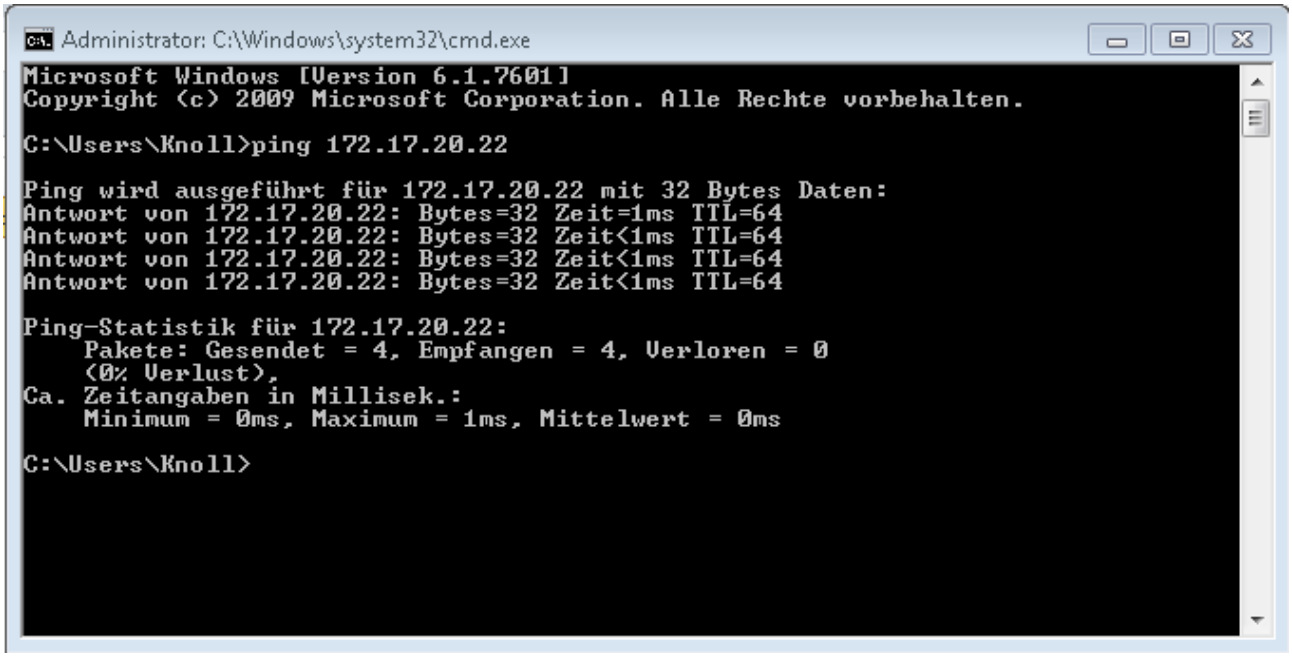

Fig. 14: Exemple de saisie de l'instruction Ping
- ▶ Si l'interface Ethernet est correctement configurée et raccordée, quatre réponses sont émises dans un laps de temps très court. Voir Fig. 14.